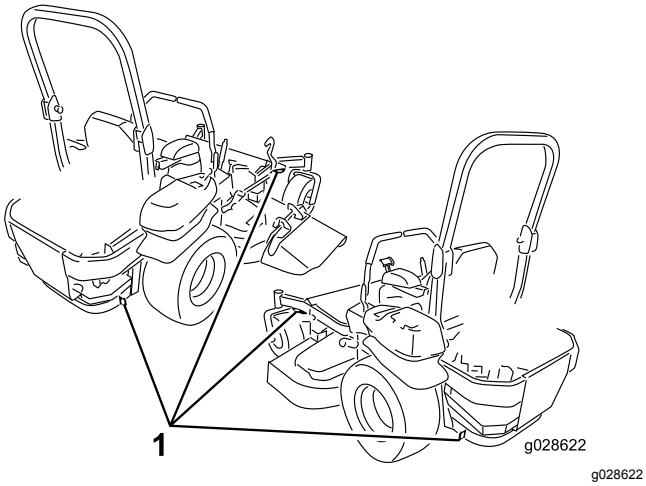

Figur 45
6. Fest maskinen nær de fremre styrehjulene og den bakre støtfangeren med stropper, kjettinger, kabler eller tau (Figur 45). Se lokale bestemmelser for krav om festing.